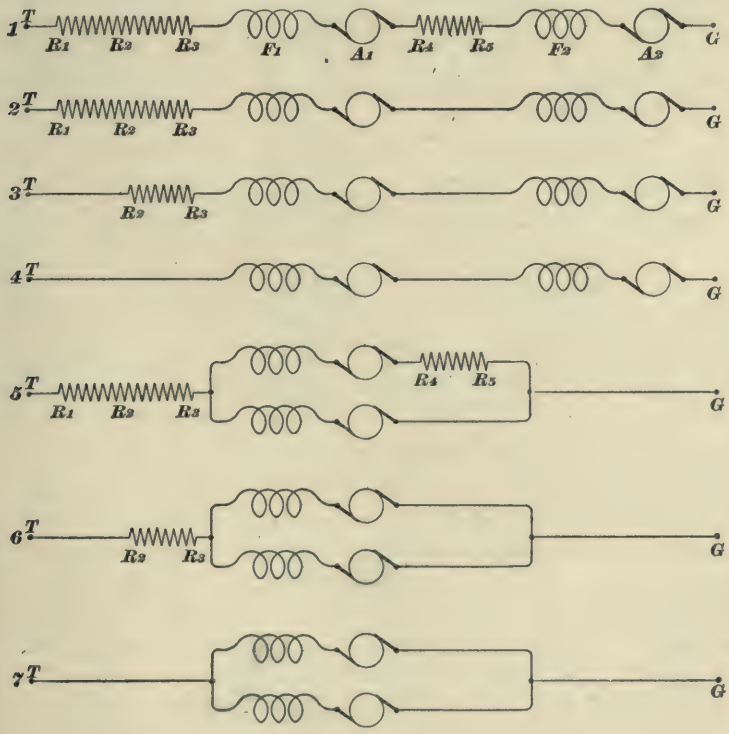

FIG. 27.
**41.** Fig. 27 is a sketch of the connections made by the 28A drum in going from No. *1* notch to No. *7*.